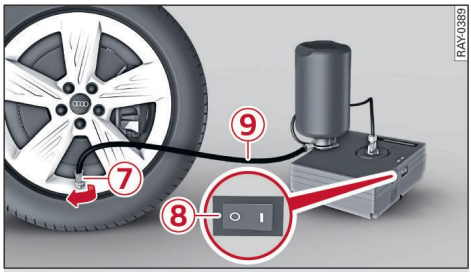

Fig. 157 Connecting the tyre repair kit
- Screw one end of the compressor hose ④ clockwise into the socket ⑤ on the compressor[1]. Screw the other end onto the flange ⑥ of the tyre sealant container ①.
- Place the tyre sealant container (flange facing down) into the opening ② on the compressor.
- Screw the filler hose ⑨ onto the valve ⑦ ⇨ *Fig. 157*.
- Move the switch ⑧ ⇨ *Fig. 157* on the compressor to position **I**.